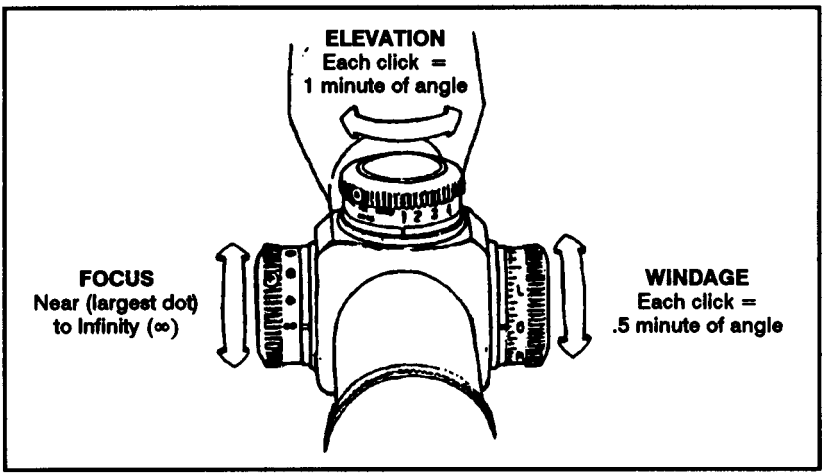

Figure 2-18. Focus, elevation, and windage adjustment dials.
(1) ***Focus adjustment dial.*** The focus adjustment dial (Figure 2-18) is on the left side of the scope barrel. This dial has limiting stops with the two extreme positions shown by the infinity mark and the largest dot. The focus adjustment dial keeps the target in focus. If the target is close, the dial is set at a position near the largest dot.
(2) ***Elevation adjustment dial.*** The elevation adjustment dial (Figure 2-18) is on top of the scope barrel. This dial has calibrated index markings from 1 to 10. These markings represent the elevation setting adjustments needed at varying distances: 1 = 100 meters, 3 = 300 meters, 7 = 700 meters, and so on. Each click of the elevation dial equals 1 minute of angle.
(3) ***Windage adjustment dial.*** The windage adjustment dial (Figure 2-18) is on the right side of the scope barrel. This dial is used to make lateral adjustments to the scope. Turning the dial in the indicated direction moves the point of impact in that direction. Each click on the windage dial equals .5 minute of angle.